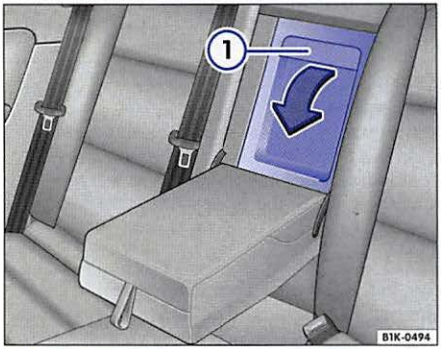

Fig. 85 In the rear seat backrest: Opening the luggage compartment pass-through.
- Pull the release lever ⇒ fig. 85 ① and fold the pass-through cover all the way forward.